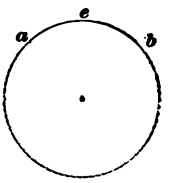

FIG. 12.
30. An **arc** of a circle is any part of its circumference; thus *a e b*, Fig. 12, is an arc of the circle.